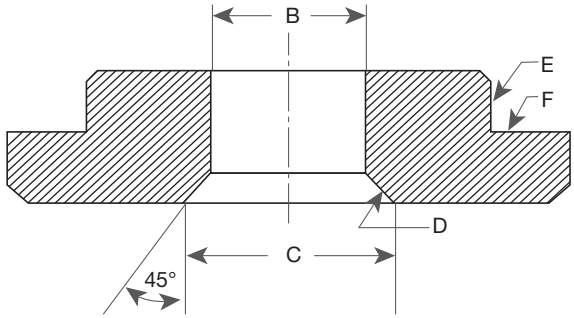

Figure 45 : Rondelle élastique inférieure
1. Retirer le tuyau d'échappement (40) à partir de la base (1) en sélectionnant un trépan d'alésage d'environ 0,016" (0,40 mm) de diamètre plus petit que le diamètre extérieur du tube éjecteur. Forer dans l'alésage du tube éjecteur à l'endroit où le tube est fixé à la base. Cela permettra de réduire l'épaisseur de la paroi du tube pour qu'elle puisse être facilement repliée et retirée. La bride de soufflet couvrira le trou dans la surface de guidage qui reste une fois le tube retiré.
2. Usiner la rondelle inférieure de ressort (17) existante (voir Figure 45 et tableau 22).